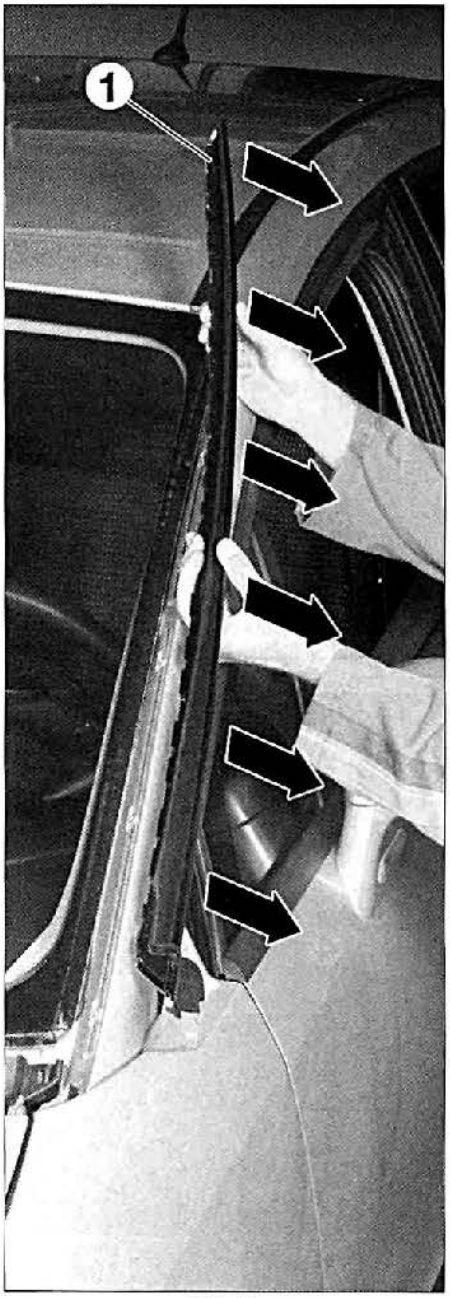

FIG. 11
• Desengrapar con precaución la moldura (1) **(fig. 11).**